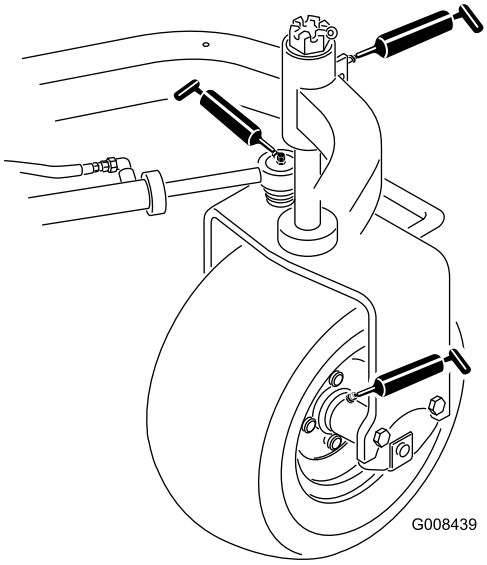

**Figur 34**
- Bakre hjulnav (ett) (Figur 34)
- Styrehjulslager (ett) (Figur 34)
- Styresylinder (to) (Figur 34)